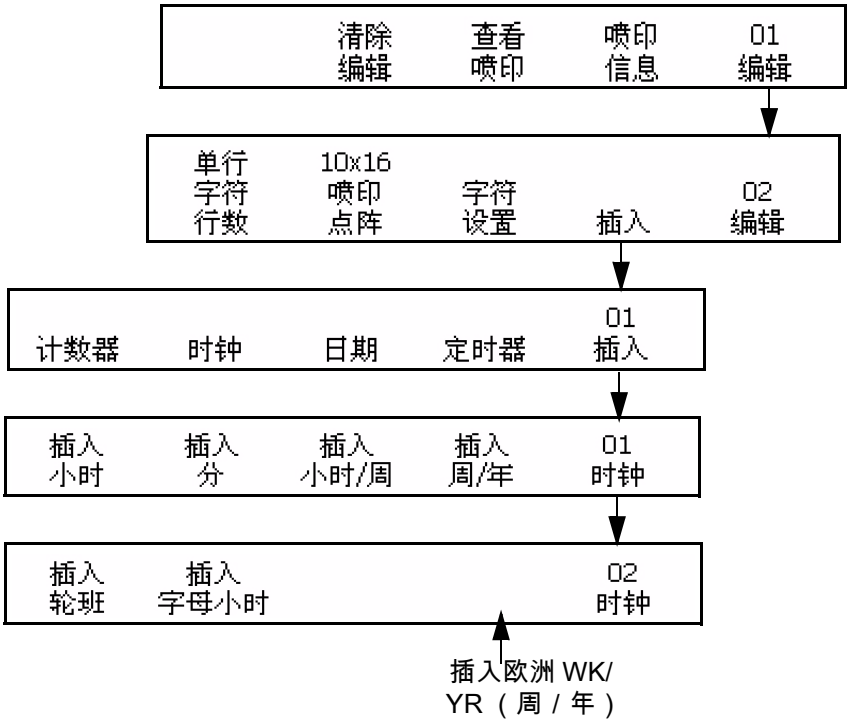

图 6-29: 进入界面 <02 Clock（时钟）>
1. 从界面 <02 Clock（时钟）> 开始。 请参阅图 6-29 第 6-34 页。